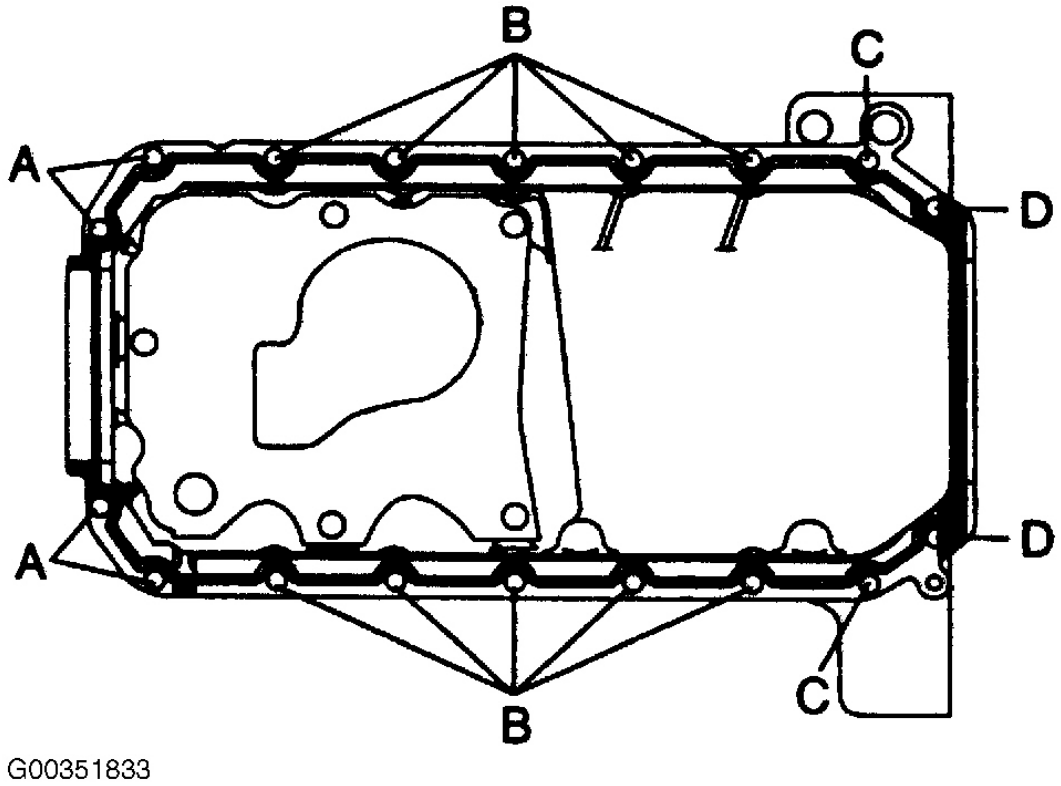

Fig 146:. Secuencia de apriete Oil Pan Perno
(3) Apretar los pernos del colector de aceite en secuencia. Ver **La Fig. 146** .